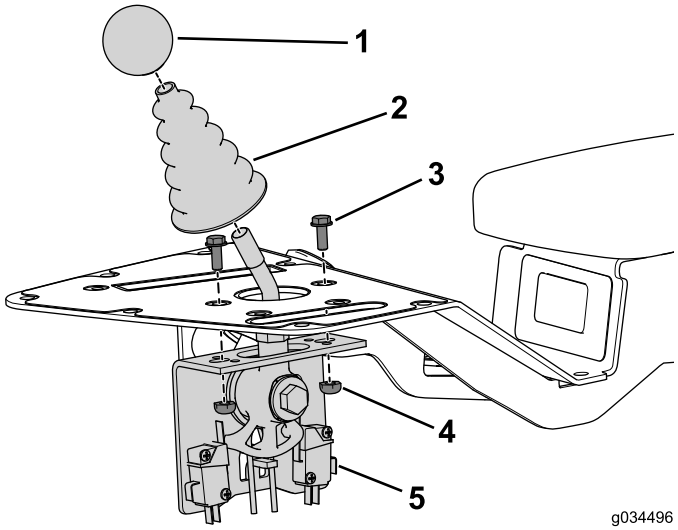

Figure 17
1. Fixez le levier de commande sur la console à l'aide des 2 boulons (n° 10 x 1/2 po) et contre-écrous (Figure 17).